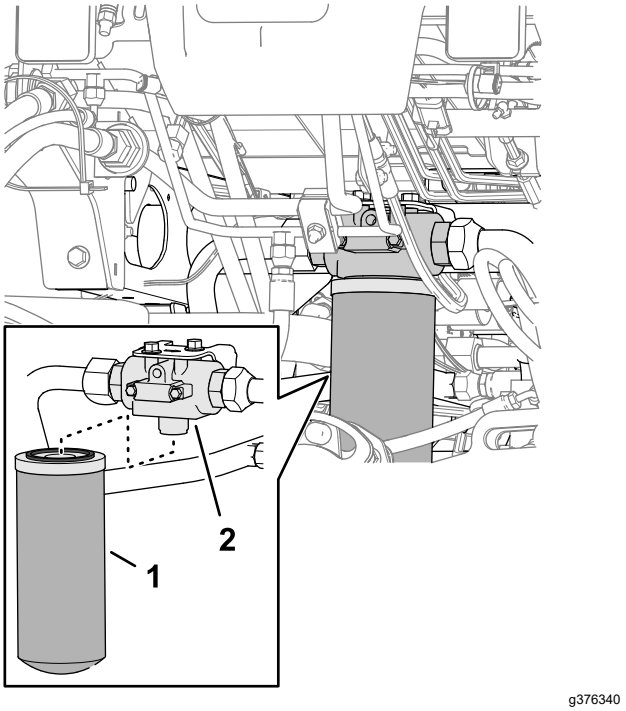

Figur 149
2. Anbring en dræningsskål under returfilteret foran på maskinen (Figur 149).